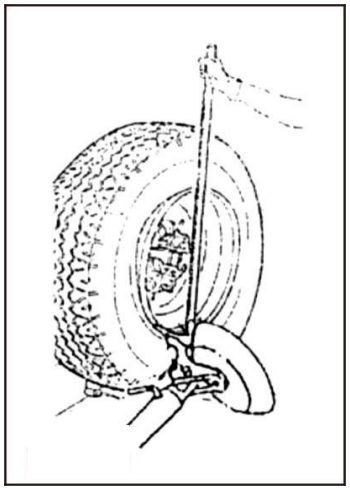

Рис. 9
1. Установите монтажный инструмент (9) в нерабочее положение. Переместите его к внешней плоскости вращения колеса и убедитесь в том, что монтажный крюк подходит к шине, если это не так, остановите рукоятку для регулировки положения (14), поверните монтажный инструмент на 180 градусов, затем сместите его вниз и прицепите к каретке.
6. Нажмите на монтировку и не отпуская её, опускайте колесо, до тех пор пока край диска не будет находиться на расстоянии около 5 мм от монтажного крюка. (рис. 9)